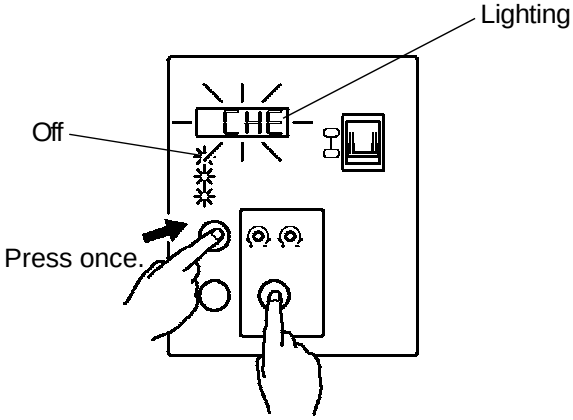

Fig. 36
17) Check that “CHE” is displayed in the Display Window. “CHE” indicates that the unit is in the Check Mode. See Fig. 36.